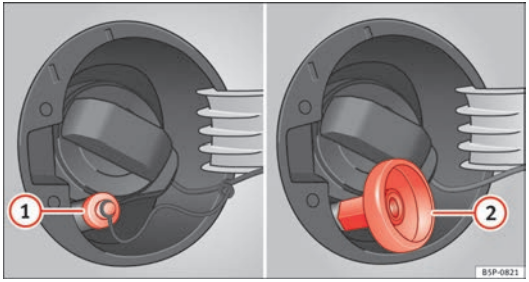

Fig. 160 Fuel tank open with LPG filler neck and adapter
- Remove the plug from the gas filler mouth ⇒ Fig. 160 (1).
- Screw the required adapter (2) on the LPG gas filler neck.